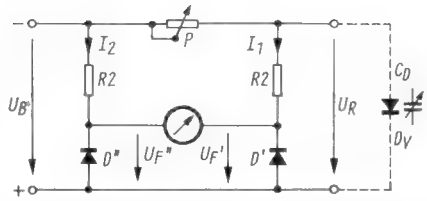

Bild 7. Schaltung nach Bild 6 mit Kompensation des Temperatureinflusses auf die Instrumentenanzeige
Verwendet man, wie in der Schaltung nach *Bild 7* gezeigt, eine weitere Diode D" in einer Brücke und mißt die Spannung zwischen den beiden Dioden, so zeigt bei gleichem Temperaturgang der Dioden die Brückenspannung praktisch keine störende Temperaturabhängigkeit. Dazu müssen diese Dioden außerdem miteinander in Wärmekontakt stehen. Mit Gleichung (4) ergibt sich die Brückenspannung ΔU_F nach einigen Umrechnungen und vertretbaren Näherungen zu
Das Instrument in der Schaltung nach Bild 7 müßte ein Galvanometer sein. Diese sind aber sehr teuer; außerdem wäre die Dämpfung durch die Schaltung zu groß und damit die Anzeige zu träge. Deshalb wurde, um ein normales Anzeigeinstrument verwenden zu können, ein transistorisierter, temperaturstabiler Differenzspannungsverstärker entwickelt. Seine Schaltung ist in *Bild 8* zusammen mit der Gleichspannungssteuerung für die Kapazitätsvariationsdiode gezeigt. Mit dem Potentiometer P 2 kann der elektrische Nullpunkt der Instrumentenanzeige korrigiert werden. Mit dem Potentiometer P 3 wird, d. h. wenn das Kapazitätseinstellpotentiometer P 1 seinen Kleinstwert hat, die Anzeige am Instrument auf Vollausschlag getrimmt.
Für dieses Schaltungsbeispiel wird mit Benutzung der Strom- und Spannungsbezeichnungen aus Bild 7 die Spannungsdifferenz ΔU_F in Abhängigkeit vom Diodenstrom I_F' nach Gleichung (5) berechnet: